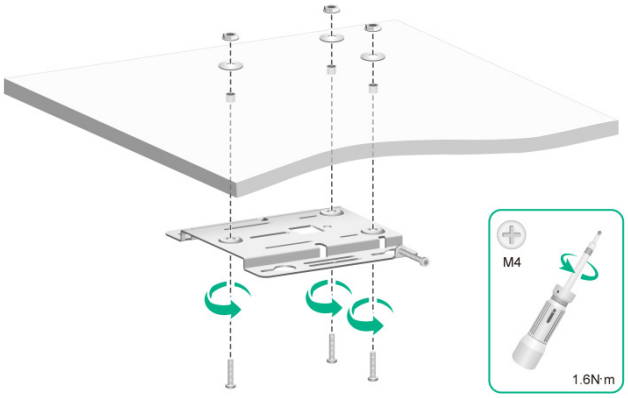

図 3-23 天井へのブラケットの取り付け
4) ブラケットの設置用の穴になベネジを天井に通してください。反対側をワッシャーとナットで止めて、図 3-23 のように天井にブラケットを取り付けてください。